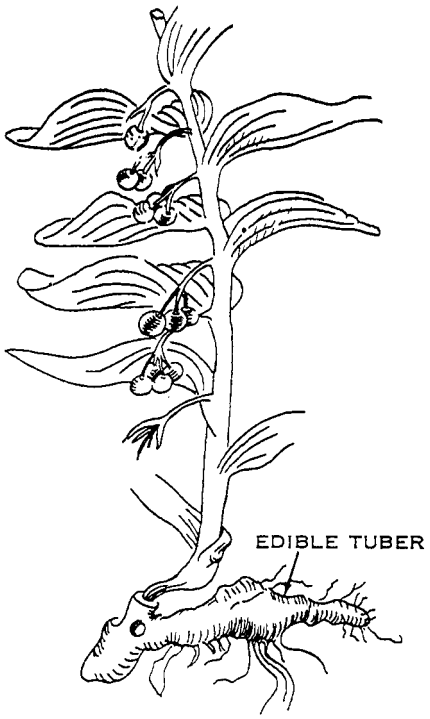

Figure 6-7.—Solomon's seal.
2. SOLOMON'S SEAL. Tubers of Solomon's seal grow on small plants and are found in North America, Europe, northern Asia, and Jamaica. Boiled or roasted, they taste much like parsnips (fig. 6-7).